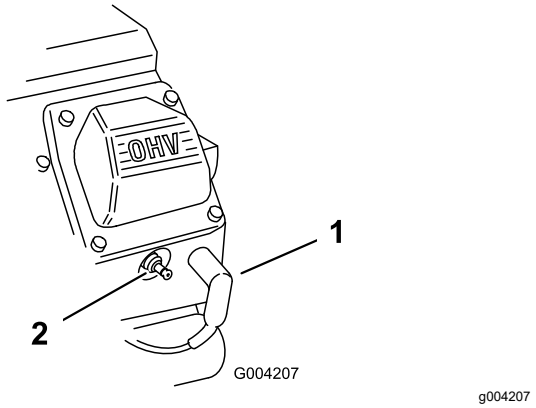

Figur 47
2. Træk ledningerne af tændrørene (Figur 47).
3. Sæt ledningerne på tændrørene (Figur 47).